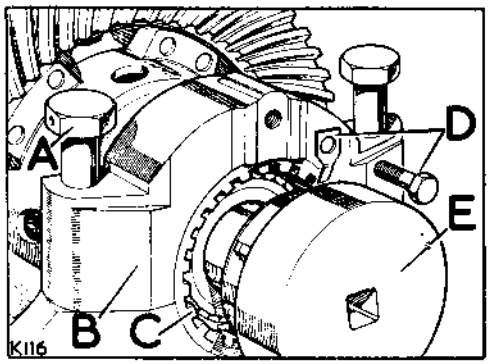

**Fig. E1-74. Bearing caps and adjusters**
8. Fit the two bearing adjusters and end caps to their respective sides of the nose piece, tighten bearing cap securing bolts firmly but not fully. See Fig. E1-74.